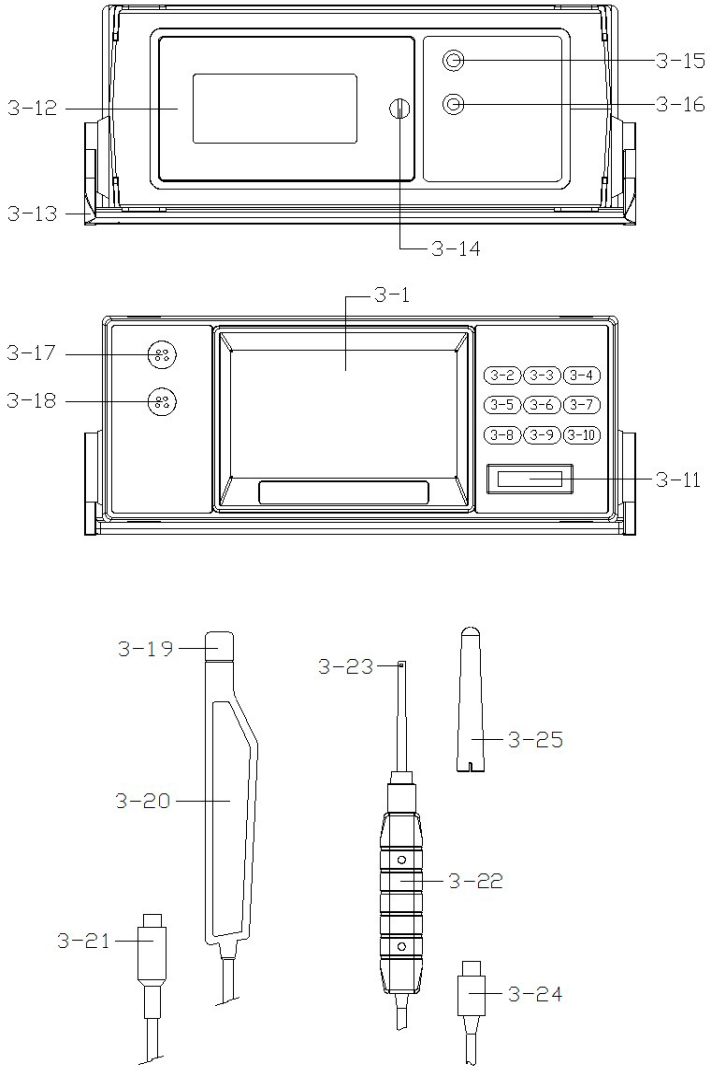

Fig.1
1) Accendere il dispositivo premendo il tasto "ON" (3-6, Fig. 1) per almeno 2 secondi.
2) Funzione di misurazione del campo elettro-magnetico generale premendo il "Tasto Funzione" (3-2, Fig. 1) per selezionare la funzione di misurazione generale.
3) Collegamento della sonda generale (3-24, Fig. 1) al connettore di ingresso della sonda generale del misuratore (3-18, Fig. 1)
4) Misurazione "DC" o "AC". Selezionare la funzione premendo il "Tasto AC/CD" (3-8, Fig. 1) per selezionare la funzione di misurazione DC o AC.
5) Selezione del range di misura del campo elettro-magnetico premendo il "Tasto Range" (3-5, Fig. 1) per selezionare 'Range 1 o 'Range 2.
6) Selezione della unità premendo il "Tasto range" (3-5, Fig. 1) per selezionare la unità mT o G.
* Prima di eseguire la misurazione, fissare la sonda sulla posizione esatta, tenendo premuto i tasti "▲ (3-3 · Fig. 1)" e "▼ (3-9 · Fig. 1) per almeno 1,5 secondi, fino a quando appare sul display il valore "0".
1) Accendere il dispositivo tenendo premuto il tasto "ON" (3-6, Fig. 1) per almeno 2 secondi.
2) Misurazione del campo elettro-magnetico. Premere il tasto di funzione (3-2, Fig. 1) per selezionare la funzione di misurazione di precisione.
3) Connettore della sonda di precisione (3-21, Fig. 1) nell'ingresso della sonda di precisione (3-17, Fig. 1)
Selezionare la funzione premendo il tasto "AC/CD" (3-8, Fig. 1) per selezionare la funzione di misurazione DC o AC.
Selezione del range premendo il "Tasto range" (3-5, Fig. 1) per selezionare Range 1 o Range 2.
6) Selezione della unità premendo il "Tasto range" (3-5, Fig. 1) per selezionare la unità micro Tesla o mili gauss.
2. Accendere il dispositivo premendo il "Tasto ON" (3-6 Fig 1) una volta.
3. Selezionare la unità (mG o uT) premendo una volta il "Tasto UNIT" (3-9 Fig 1).
Prima di eseguire la misurazione, fissare la sonda nella posizione corretta, temendo premuto il tasto "ZERO (3-8 · Fig. 1)" per almeno due secondi fino a quando appare sul display "0". Quindi rilasciare il tasto.
*Premere il tasto "zero" (3-5,Fig 1) per almeno 2 secondi, il valore "0" scompare e il display torna al valore precedente).
Durante la misurazione, premere una volta il tasto "Hold" (3-3,Fig. 1). Il valore di misura rimane congelato nel display LCD e appare il simbolo "HOLD".
1) La funzione datalogger salva i valori massimo e minimo. Premere una volta il tasto "REC" (3-4, Fig. 1) per attivare la funzione e appare sul display il simbolo "REC".
a) Premere una volta il tasto "REC" (3-4, Fig. 1), appare sul display il simbolo "REC MAX" insieme al valore massimo.
b) Premere di nuovo il tasto "REC" (3-4, Fig. 1), appare sul display il simbolo "REC MIN" insieme al valore minimo.